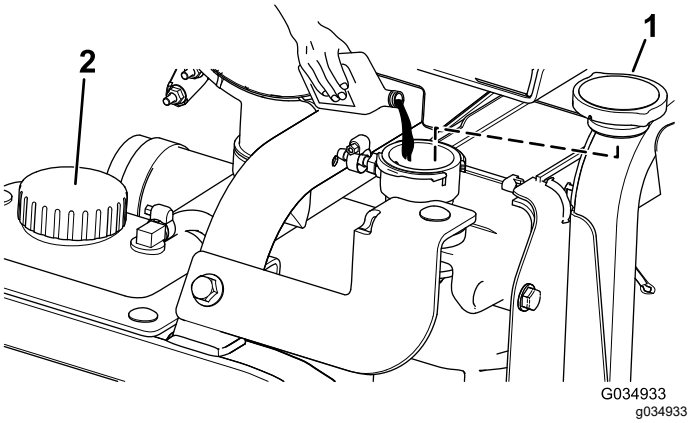

Figuur 122
5. Vul de radiateur met koelvloeistof tot het koelvloeistofpeil gelijk komt met het lipje van de vulopening (Figuur 122).